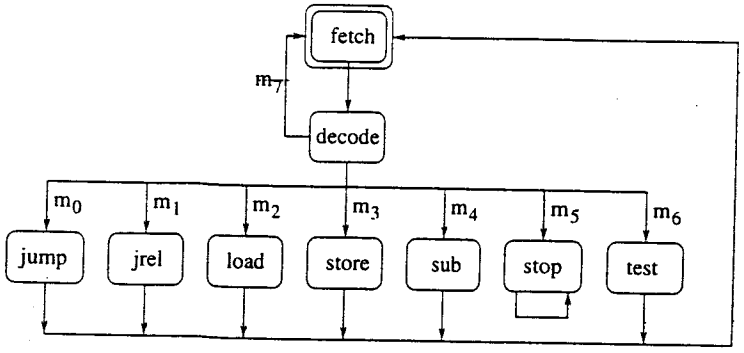

Abbildung 3: Zustandsautomat der MARK I
1. Der Zustandsautomat der MARK I ist in Abbildung 3 dargestellt. Die Übergangsfunktion sieht wie folgt aus: